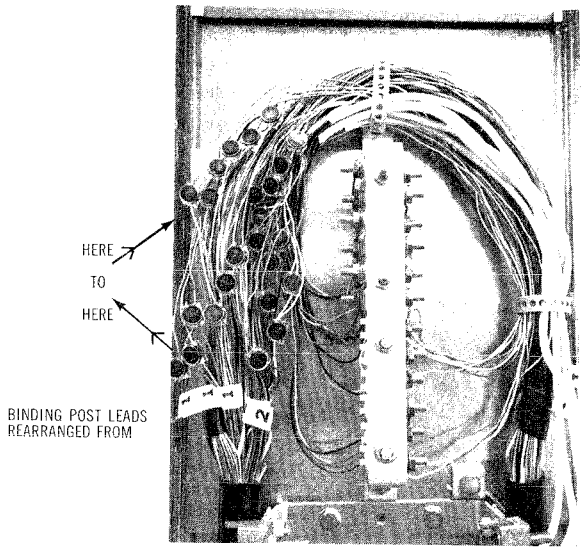

Fig. 21—Rearranging Binding Posts
(1) Cut the binding post leads as near as possible to the UG connectors. Do not attempt to remove the UG connectors from the cable pair conductors.
(2) Separate the newly assigned cable pairs from the assignable count binder group. Make certain these pairs are not damaged.
(3) Reconnect the binding post leads to the newly assigned cable pair as described in Part of this Practice.
(4) Fig. 21 illustrates the rearrangement of three pairs of assigned binding post leads.